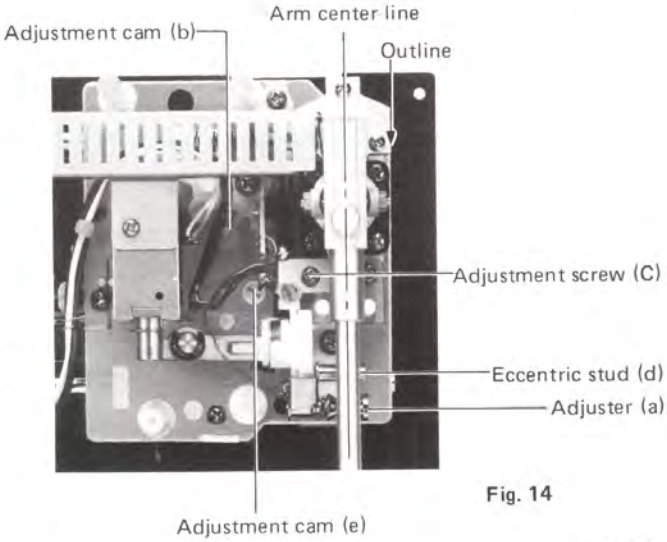

Fig. 14
With the elevator lifted up, adjust the parallelism between the center line of the pipe arm (see Fig. 14) and the longitudinal outline of the mechanism base by adjuster (a).
Note: The stylus height, when the tonearm pin is in contact with adjuster ⓐ and eccentric stud ⓑ shown in Fig. 14 and 15 at the same time, should be 3.5 mm from the record surface.
1. With the test record (RG325), adjust the "30-cm" lead-in count to 20±3 by adjustment cam (e) shown in Fig. 14.